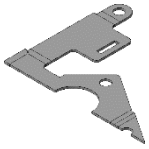

Рис. 1.42
17. При необходимости укажите те сгибы, которые будут разгибаться. По умолчанию разгибаются все сгибы. Нажмите зеленую галочку. Нажмите кнопку Развернуть  . Для выключения режима развертки нажмите кнопку Развернуть еще раз (рис. 1.42).